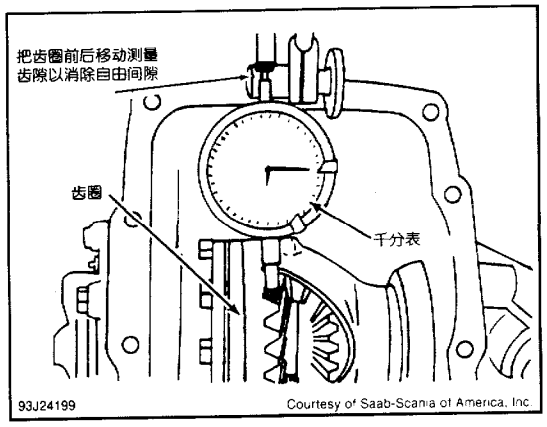
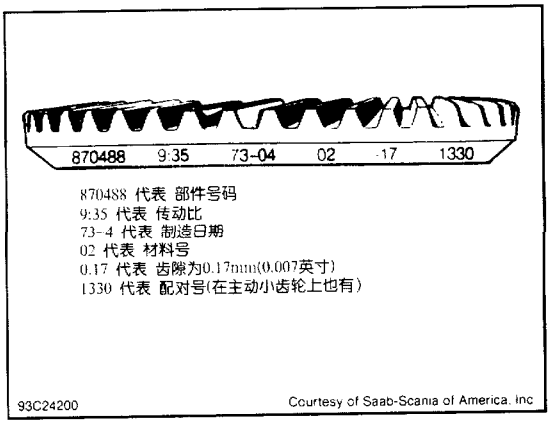

图 32 测量齿圈齿隙
图 33 齿圈的信息
24) 检查齿圈的齿隙时，在变速器壳体上安装千分表并使其测头抵在齿圈的轮齿上。如图 32 所示。测量齿隙，沿着齿圈在四个不同位置测量，测量值和规范值相差不能超过 0.002 英寸（0.05mm）。如图 33 所示。